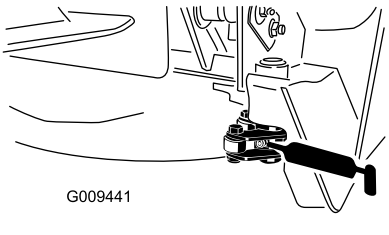

**Figuur 62**
- 2 draaipunten van sluiting (Figuur 62)